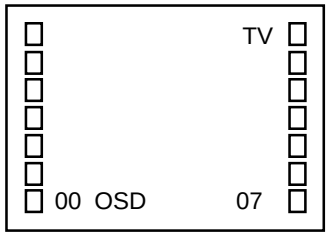

Fig. 1-1
2. Press the VOL. DOWN button on the set and the Channel button **(9)** on the remote control for more than 2 seconds to appear the adjustment mode on the screen as shown in **Fig. 1-1**.
5. Activate the adjustment mode display of **Fig. 1-1** and press the channel button **(02)** on the remote control to select "CUT OFF".
4. Activate the adjustment mode display of **Fig. 1-1** and press the channel button **(11)** on the remote control to select "R.BIAS".